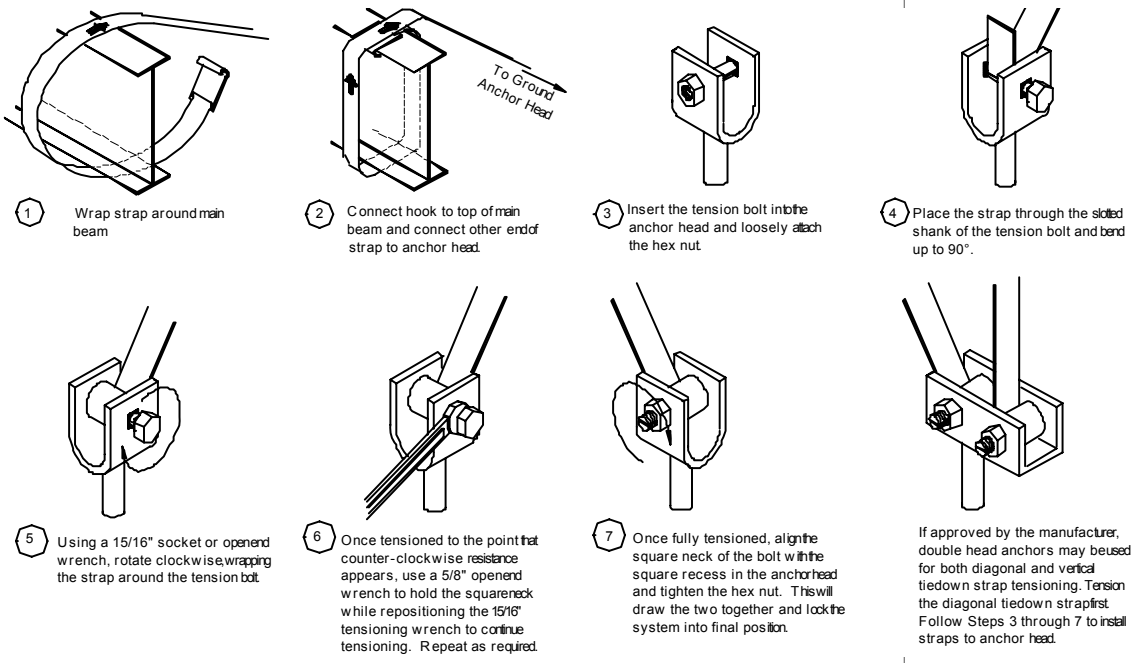

Figure 61. *Procedure for connecting the strap to frame and anchor*
2. **Connect strap to anchor.** Connect the other end of the strap to the split bolt in the anchor. Leave enough strap length to be able to make five complete turns around the bolt before it becomes tight (approximately 2-1/2 inches per turn or 13 inches total). Fewer than five turns and the strap may not hold onto the bolt when force is applied. Conversely, too many turns may not fit within the U-channel of the anchor head. Follow the procedure outlined in **Figure 61**.